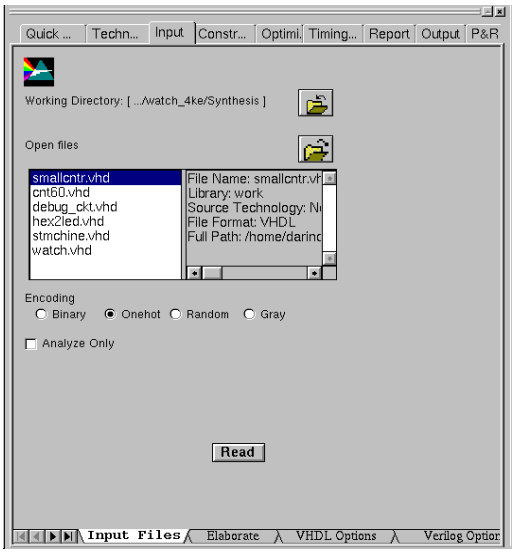

Figure 1-13 Spectrum Level 3 Input Files window
5. In the lower right hand portion of the Main Window will show the working directory. You can change the working directory by going **File** → **Change Working Directory**, then browsing to the directory and hitting the set button. You can also change the working directory in the Input tab window, by clicking on the open folder icon and browsing to the appropriate directory. See figure 1-13.
7. Next the files must be read in from the bottom up. To change the order of the listing just drag and drop the file in the appropriate location. The order should reflect the following in figure 1-13.